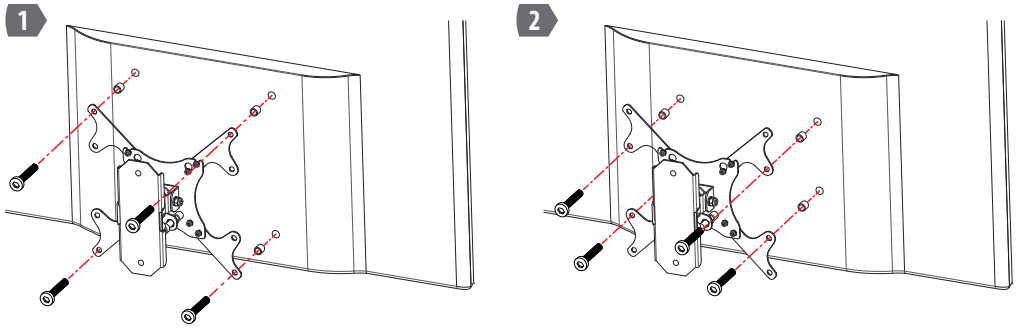

Рисунок 3. Монтаж телевизора/монитора на держатель (1 – для VESA MIS-F (200x200); 2 – для VESA MIS-E (200x100)).
4.7 Монтаж телевизора на держатель для VESA MIS-E, VESA MIS-F (200,200) показан на рис.3. Монтаж удобнее производить вдвоем.